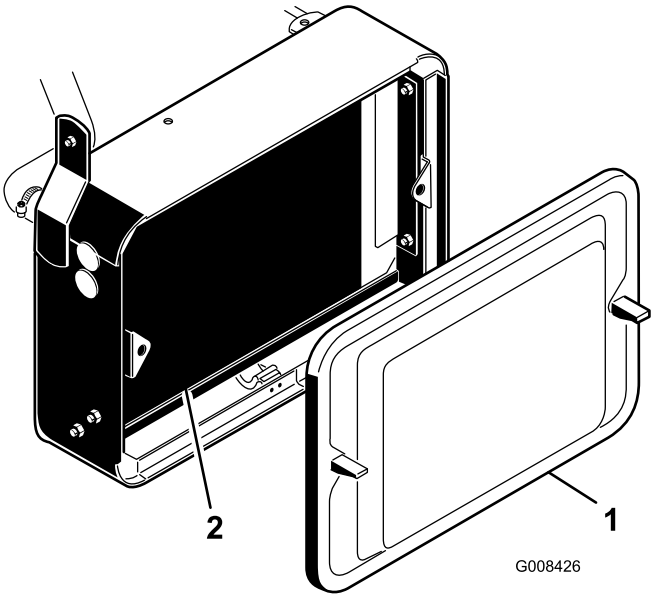

Figur 45
1. Ta bort kylargallret (Figur 45).